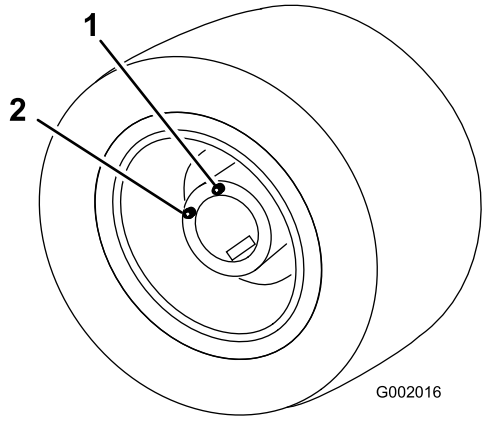

Figure 48
5. Move the vehicle slowly until the wheel is positioned for filling as illustrated in Figure 48